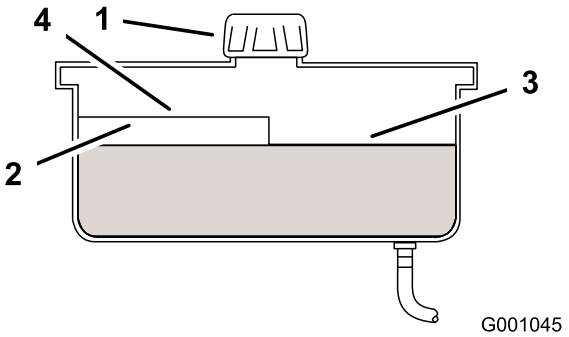

**Figuur 75**
2. Reinig de omgeving van de vulbuis en de dop van de hydraulische tank (Figuur 75).
3. Verwijder de dop van de vulbuis. Kijk in de vulbuis om te controleren of er nog vloeistof in het reservoir is (Figuur 75).
**Opmerking:** Het vloeistofpeil moet aan de bovenkant van de Warm-markering op de keerplaat staan als de vloeistof warm is (Figuur 75).